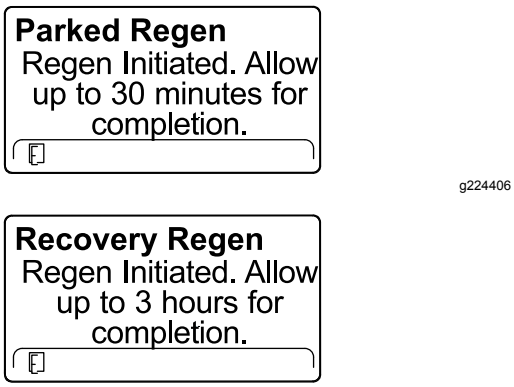

**Figur 60**
6. InfoCenter viser tid for å fullføre meldingen (Figur 60).